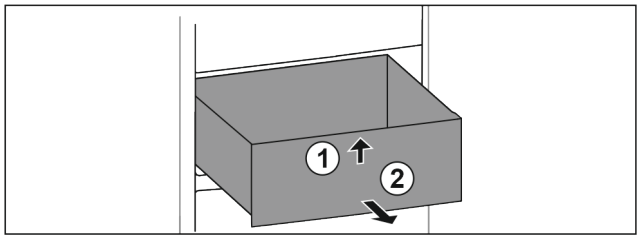

Fig. 81
- ▶ Lift up drawer at the front. *Fig. 81 (1)*
- ▶ Remove drawer to the front. *Fig. 81 (2)*